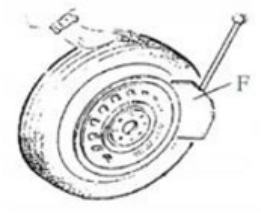

Fig. 5
Asegúrese de evacuar completamente el aire del neumático, coloque el neumático contra el amortiguador de goma (S). Coloque la pala (F) contra el talón, aproximadamente a 10 mm del borde del rin, como se muestra en la Fig. 5. Pise el pedal del rompemuelles (U) para empujar la pala contra el neumático. Repita esta operación en diferentes posiciones alrededor del neumático y en ambos lados hasta que el talón del neumático esté completamente liberado (Fig. 5).